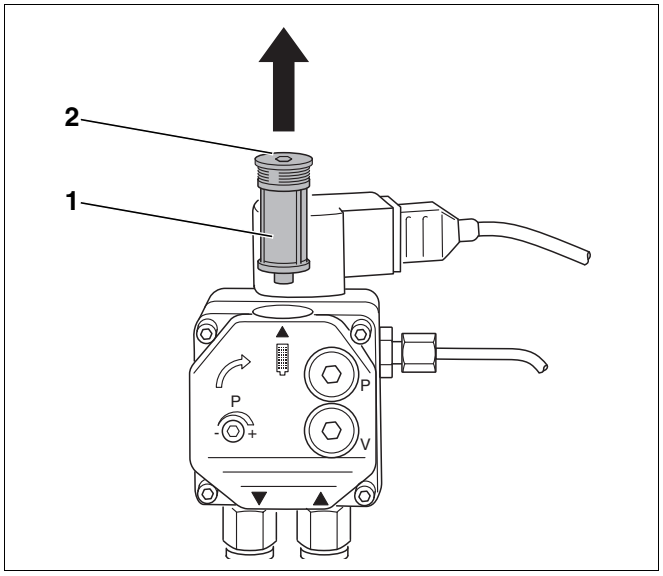

*Рис. 21 Проверка фильтра топливного насоса фирмы Danfoss*
- Открутить расположенные сверху болты с внутренним шестигранником (Рис. 21, **поз. 2**).
- Вынуть фильтр топливного насоса (Рис. 21, **поз. 1**) по направлению вверх.
- Очистить фильтр топливного насоса (Рис. 21, **поз. 1**) промывочным бензином, если требуется, заменить его, и вновь установить на прежнее место.